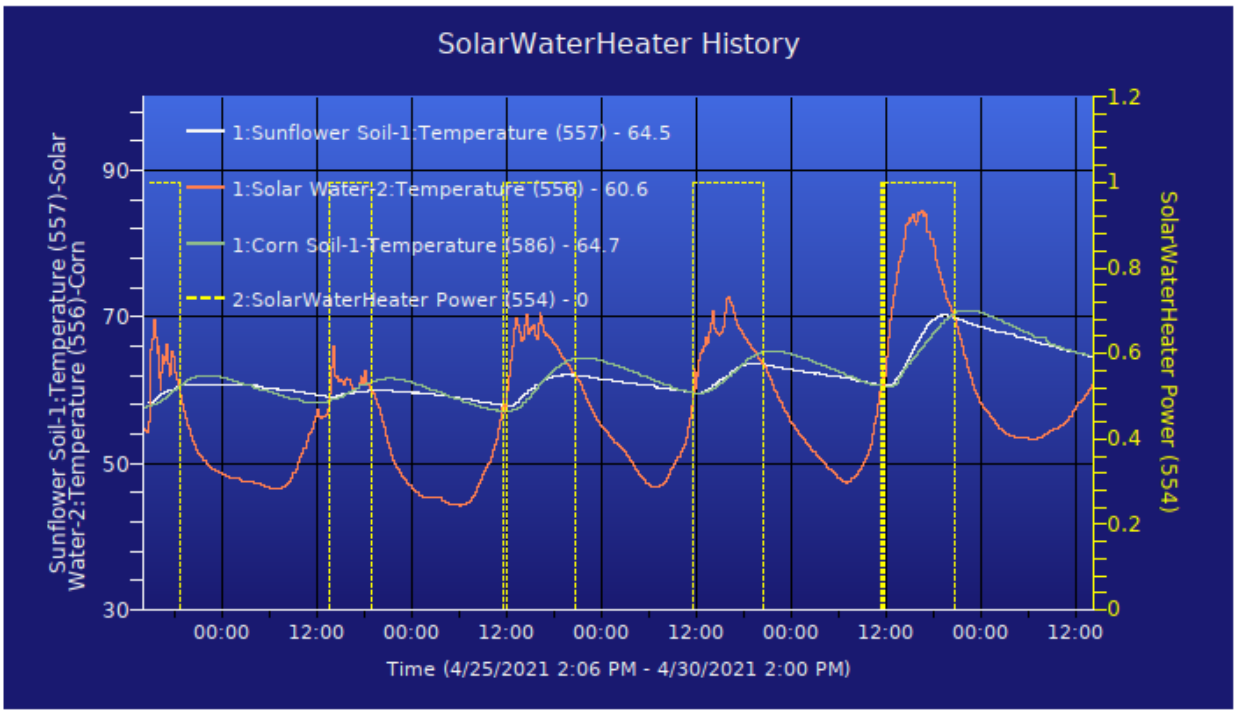
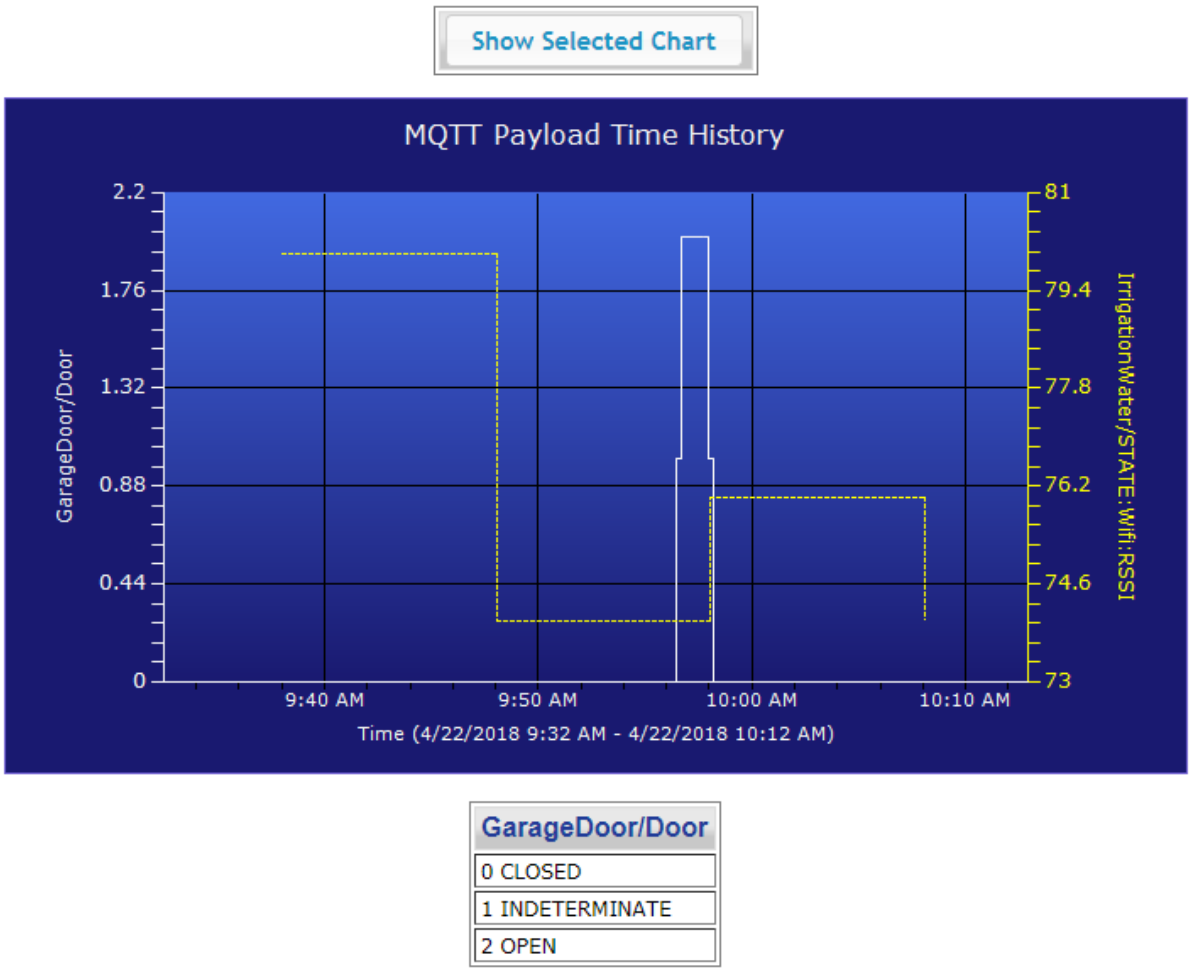

Figure 56 Chart with Line Legend
Figure 57 Chart Display with VSP Legend
When the "Show Selected Chart" button is used the requested chart will be shown below the button such as is shown in Figure 57. In this example three lines are drawn. If there is only one line on each Y axis then the axis and line color (white on left and yellow on right) can be used to identify the item being charted. If more than one exists on either Y axis then a legend will be shown in the upper right of the chart as shown in Figure 56. The legend item will start with the axis code of 1 or 2 and then the Device
When a topic has VSP relationships the VSP legend will be included below the chart such as in Figure 57. The left axis is from Payloads that contain “OPEN”, “CLOSED” and “INDETERMINATE” text values. If these have been setup in mcsMQTT as Value-Status-Pairs then the same Status-Value relationship will be used, otherwise they will be assigned dynamically. The pairs legend is shown below the chart. The white line (GarageDoor/Door) shows at 9:56 going from CLOSED (0) to INDETERMINATE (1) and then shortly thereafter going to OPEN (2). About one minute later the door is shown to close while transitioning through the indeterminate state.